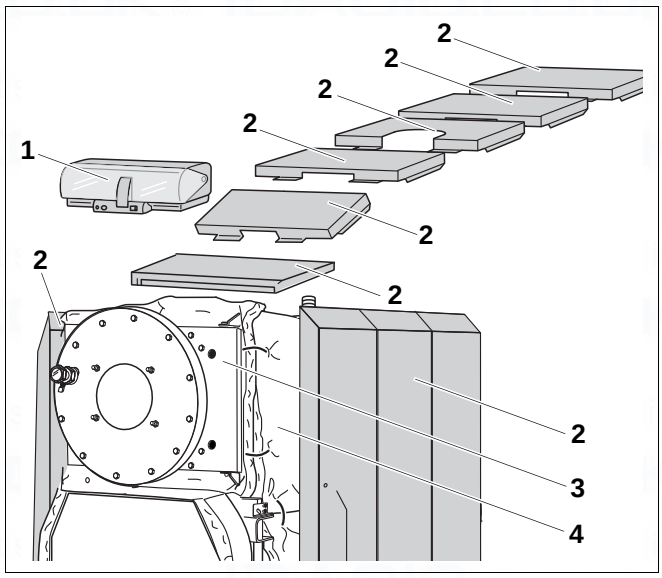

Fig. 1 Logano plus SB735 Gas condensing boiler
The main components of the Logano plus SB735 Gas gas-fired condensing boiler (Fig. 1) are:
– Control unit (accessory – Fig. 1, [1])